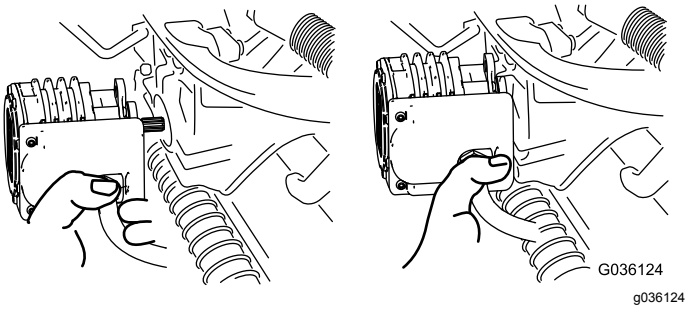

Rysunek 35
4. Umieść silnik w magazynku znajdującym się z przodu ramienia podwieszonego (Rysunek 35).